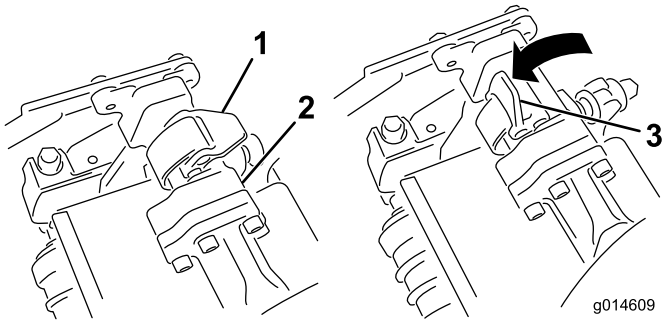
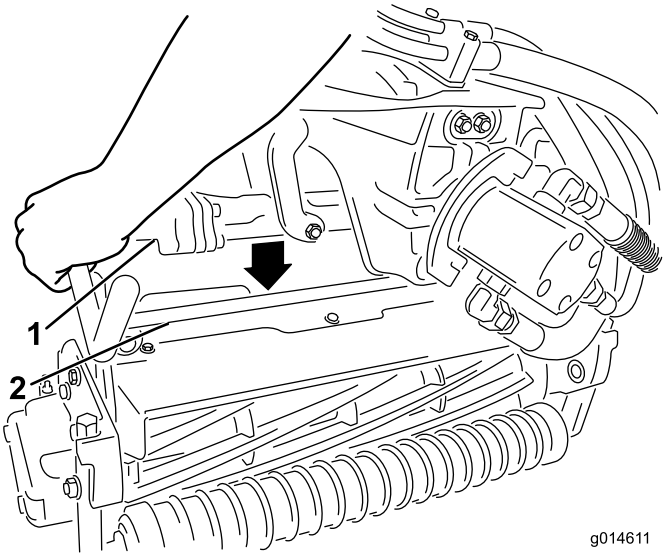

Figuur 12
Figuur 13
9. Zorg ervoor dat de vergrendelingen op de ophangarm omhoog wijzen (dus open staan) (Figuur 12), druk de ophangarm omlaag zodat de stang ervan over de stang aan de bovenkant van het maaidek valt (Figuur 13).
10. Sluit de vergrendelingen rond de stang van het maaidek en vergrendel ze (Figuur 12).